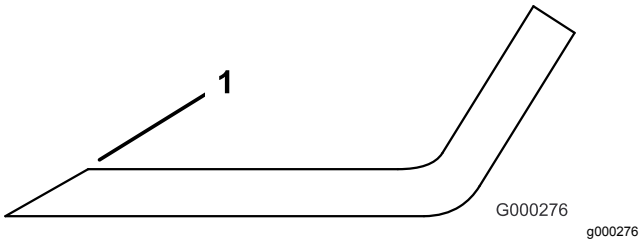

Rysunek 75
1. Naostrz krawędź tnącą na obu końcach ostrza (Rysunek 75).